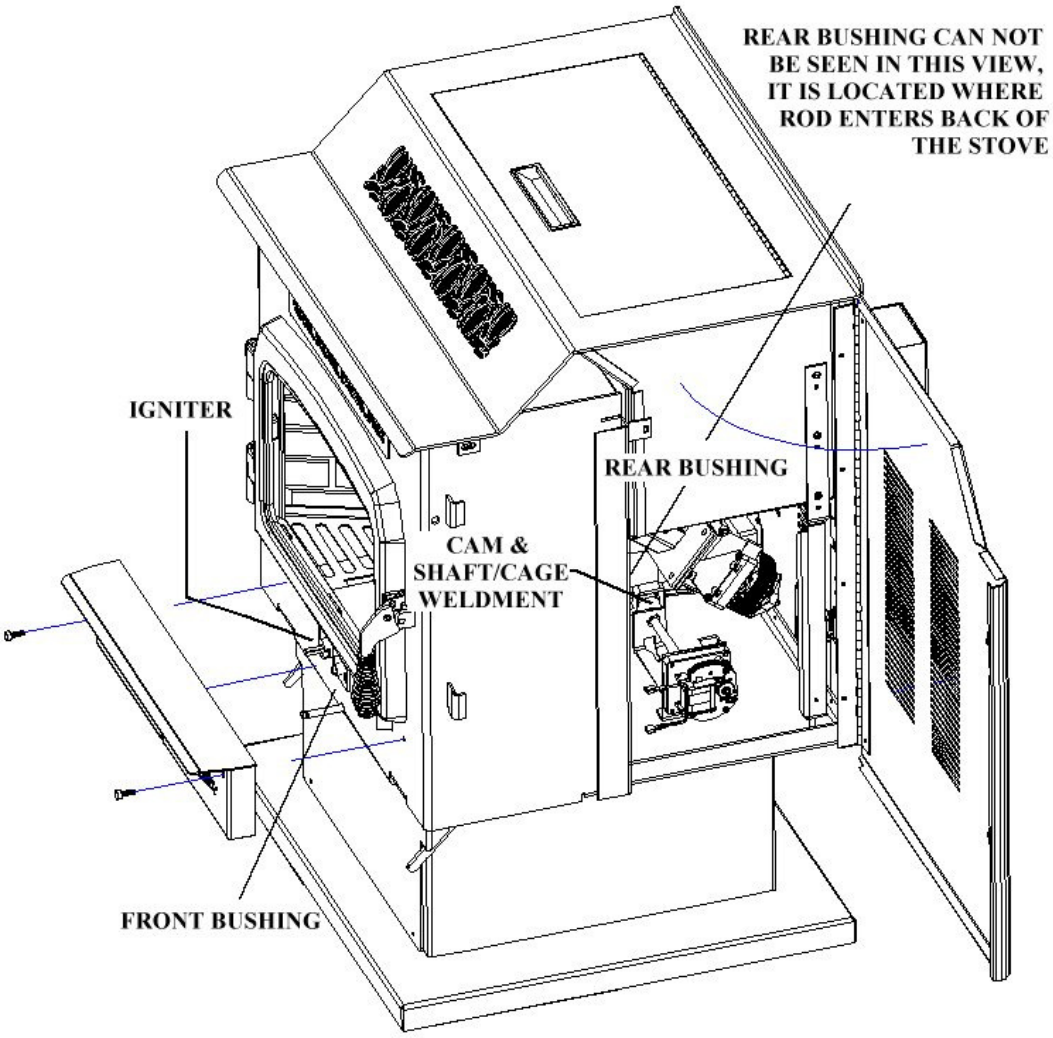

Figure 10
5. The Versa Grate System needs to be lubricated once a year with some High Temp Anti Seize to prevent the parts from "squealing" add some Anti-Seize to the Cam and Rod at both bushings. To gain access to the Versa Grate System in the Prescott Series open the right side panel when facing the stove. To locate the Rear Bushing assembly, follow the rod from the Shaft/Cage Weldment towards the front of the stove. The front bushing is located below the igniter in the front of the stove. Remove the ash lip cover as shown in figure 10.